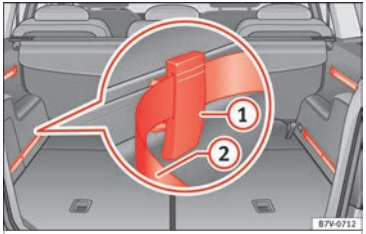

Fig. 170 In the luggage compartment: system including rails, adjustable attachment elements (1) and adjustable tightening straps (2).
- Fit the attachment element with the ruts facing upwards ››› **Fig. 170** (1) to the upper part of the guide and press downwards.